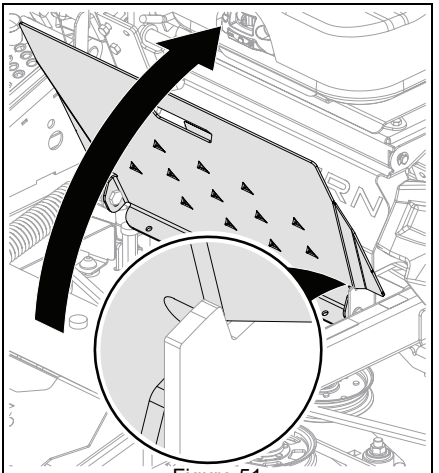

Figure 51
4. Rotate deck access panel upward, then lower slightly to lock in detent. See Figure 51.